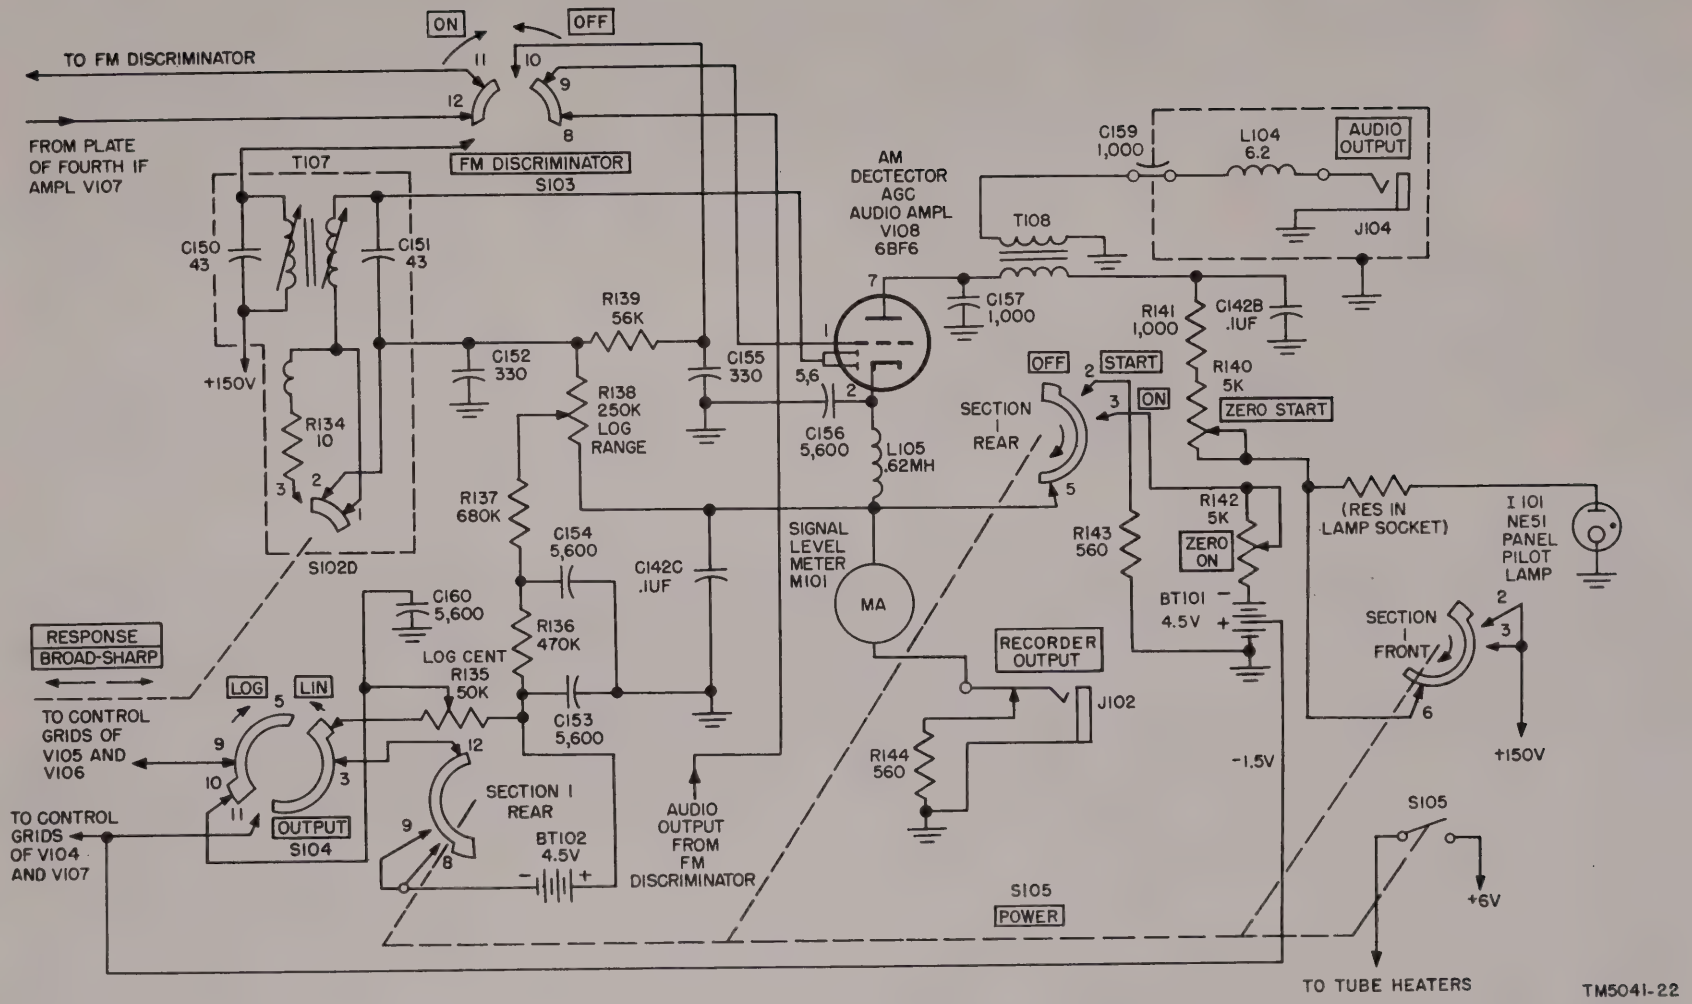

Figure 22. AM detector, agc, and audio amplifier, schematic diagram.
c. Logarithmic and Linear Output. Receiver output can be made either linear or logarithmic by the setting of OUTPUT switch S104. The circuits associated with S104 are shown in figure 22.
(1) With S104 in LIN position, a bias of 1.5 volts from bias battery BT101 is applied to the grids of V105 and V106. This battery bias, in addition to the slight cathode bias developed across resistors R116 (for V105) and R122 (for V106), operates the tubes on the linear portion of the tube transfer characteristic. The wave form of the output of tubes V105 and V106, though amplified, remains substantially the same as the signal input. With switch S104 in LIN position, field-strength indications are read on the lower (black) DECIBELS scale of signal level meter M101.
(2) With S104 in the LOG position, the bias applied to the control grids of V105 and V106 is derived from the circuit associated with bias battery BT102 and the agc circuit of V108. These circuits are shown in figure 22 and described in paragraphs 43 and 44. Cathode bias is developed across resistors R116 (for V105) and R122 (for V106). With switch S104 in the LOG position, the bias on tubes V105 and V106 is increased to approximately 4.5 volts. This moves the operating point of the tubes from the linear portion down to the curved or logarithmic portion of the transfer characteristic. The output of V105 and V106 becomes smaller in magnitude and asymmetrical about the logarithmic operating point. Agc bias from the am detector of tube V108 is also applied to the grids of V105 and V106 in logarithmic output. When signal strength increases, the agc bias becomes more negative and reduces the gain of the tubes, thereby limiting the amplitude of the swing of the output about the logarithmic operating point. Therefore, the output wave form of V105 and V106 (and the receiver output) are proportional to the logarithm of the input, and sharp increases in signal strength are reduced in magnitude. Logarithmic output is used when an auxiliary recording device is connected for field-strength measurements over an extended time. Field-strength indications in logarithmic output are read on the upper (red) DB scale of signal level meter M101.
(3) Linear or logarithmic bias is applied to the control grid of tube V105 through the secondary of IF transformer T104. Resistor R115 and capacitor C128 decouple the bias supply from the RF signal on the grid. The secondary of T105, resistor R121, and capacitor C135 serve the same functions for tube V106.
43. Detector and Audio Amplifier Circuits (fig. 22)
(fig. 22)